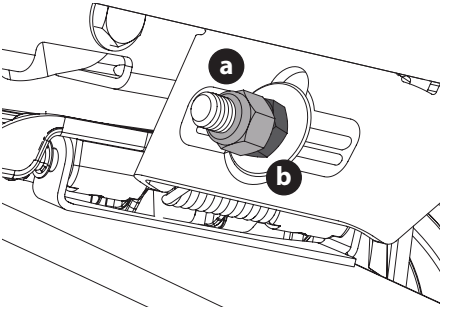

Fig. 39
5. Para **elevar** el frente de la plataforma, extraiga la tapa de extremo, afloje la contratuerca exterior (a) y apriete (rosca hacia adentro) la tuerca interior (b) contra la ménsula de suspensión delantera (Fig. 39). Una vez alcanzado el ajuste adecuado, vuelva a ajustar la contratuerca exterior (a) y vuelva a colocar la tapa de extremo.
6. Para **bajar** el frente de la plataforma, extraiga la tapa de extremo, afloje la contratuerca exterior (a) y afloje (rosca hacia afuera) la tuerca interior (b) alejándola de la ménsula de suspensión delantera (Fig. 39). Cuando se logre el ajuste correcto, vuelva a apretar la contratuerca externa (a) hasta 57 pies-libras (77 N-m) y vuelva a colocar la tapa de extremo.